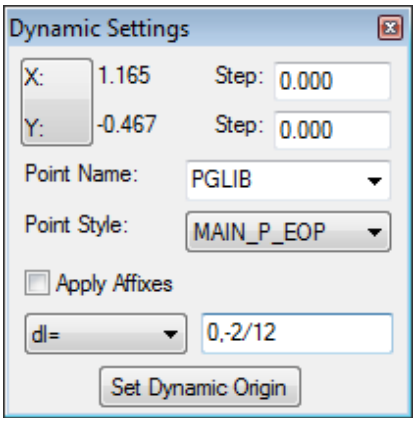
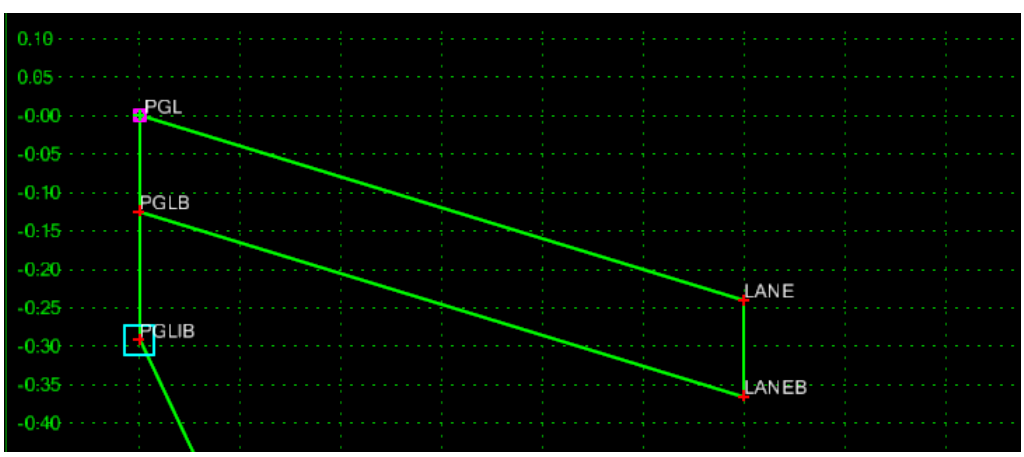

Figure L7-20 Dynamic Settings
Figure L7-21 Create Template
30.	**Continue Constructing the 2" Intermediate Pavement Layer.** • Move your cursor into the **Dynamic Settings** dialog and click in the **Point Name:** field. • Key-in ***PGLIB*** (Profile Grade Line Intermediate Base). • In the **Point Style:** field use the pull down arrow to select ***MAIN_P_EOP***. • Under the **Apply Affixes** check button use the pull down arrow to select **dl =** • Key-in ***0,-2/12*** in the Precision Input Field. • Verify your entries match those shown in *Figure L7-20*. • With your cursor in the Precision Input Field, press the **Enter** key on your keyboard. • Verify a **.166'** vertical link and Point ***PGLIB*** were drawn as shown in *Figure L7-21*. **Note:** If your Dynamic Line appears different than the screen capture depicted below in *Figure L7-21* – the **Closed Shape Setting** may be turned on. This may be determined by right mouse clicking over the component. If this is the case – leave the **Closed Shape** turned on. This setting is required to be on in the following Steps.